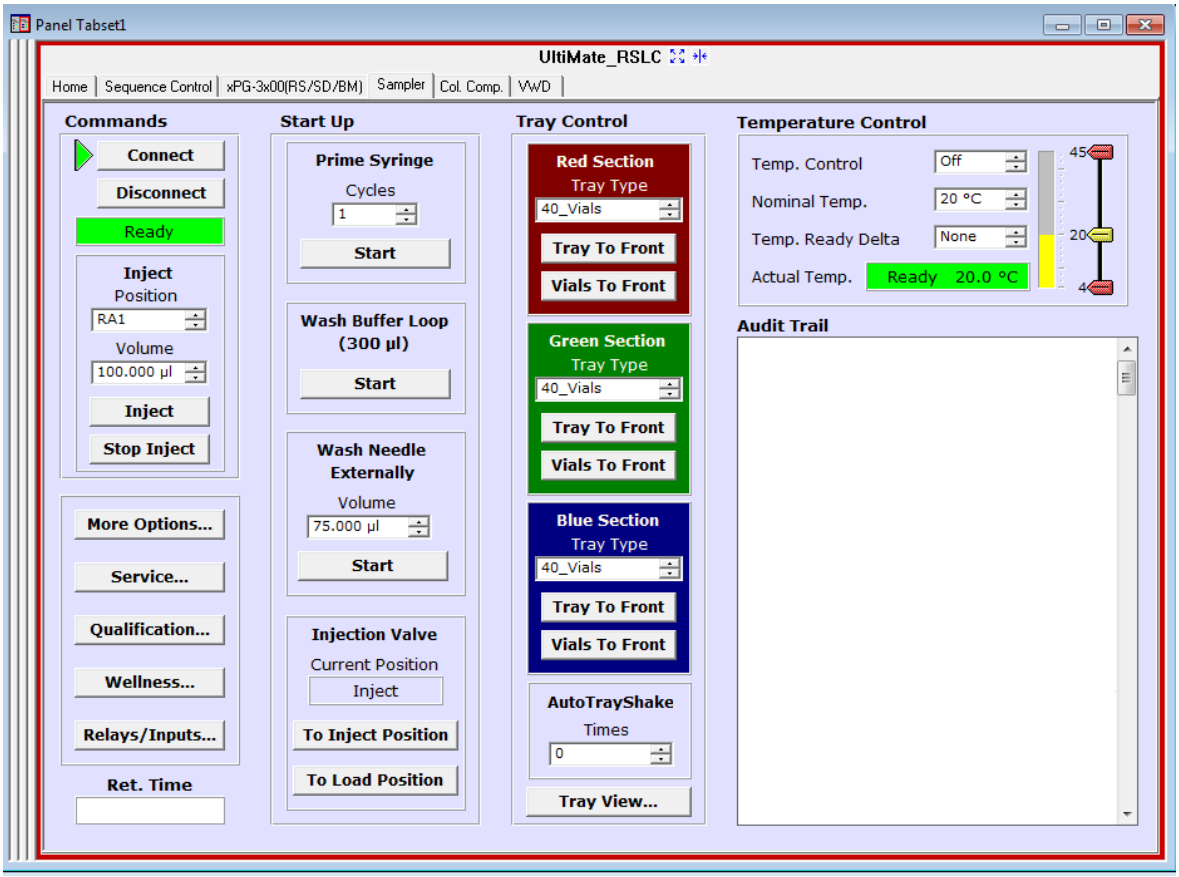

Abb. 28: Steuerfenster für den Autosampler innerhalb eines Panel Tabsets
Chromeleon erstellt zentrale Steuerfenster (Panel Tabsets; → Abb. 28, Seite 70) für alle auf dem Server installierten Zeitbasen. Ein Panel Tabset enthält Steuerfenster für die einzelnen Geräte der Zeitbasis sowie ein oder mehrere Steuerfenster für systemweite Funktionen, z.B. für das Erstellen und Ausführung von Sequenzen. Weitergehende Informationen zu Panel Tabsets finden Sie in der *Chromeleon-Hilfe*.
2. Klicken Sie auf dem **Panel Tabset** für Ihre Zeitbasis die Registerkarte **Sampler** an (→ Abb. 28).